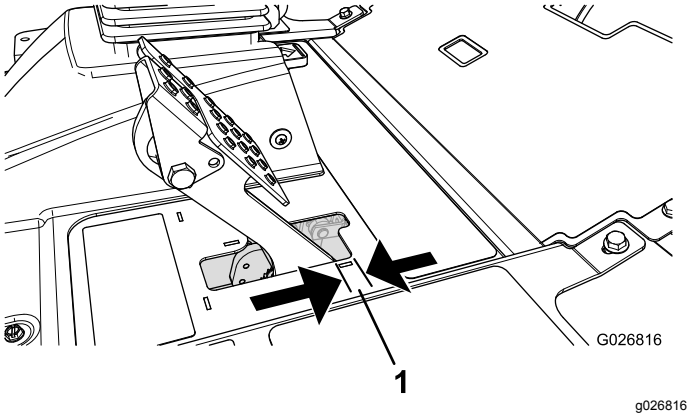

Figur 65
Juster bremserne, hvis bremsepedalen har mere end 2,5 cm fri vandring (Figur 65), eller hvis mere fastholdelseskraft er påkrævet. Fri vandring angiver den afstand, som bremsepedalen kan flyttes, før du mærker bremsemodstand.
2. Tilspænd den bageste møtrik for at flytte kablet bagud, indtil bremsepedalerne har 0,63 til 1,27 cm fri vandring (Figur 65), før hjulene låses.